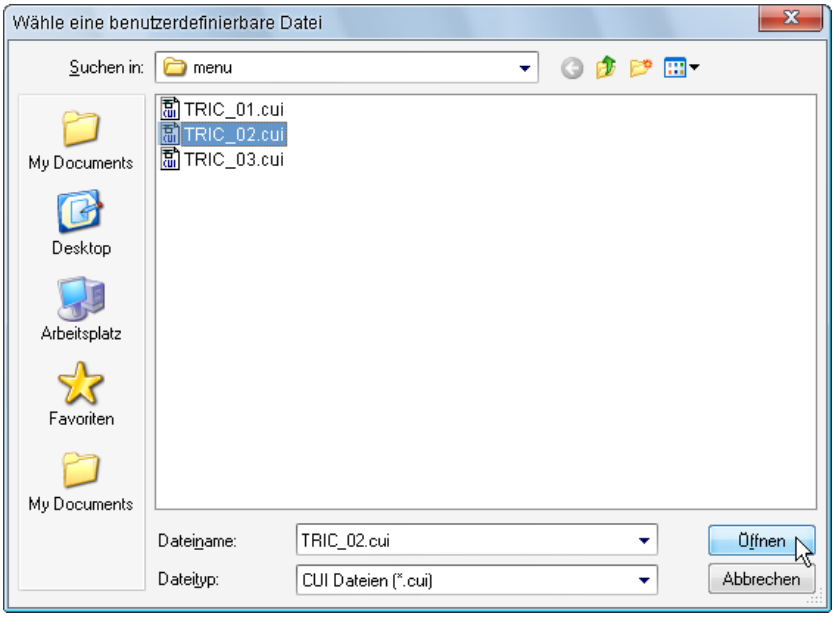

Bild 3.2 – Auswahl des TRIC-Menüs über den Befehl **Menü**
- Die Menüdatei TRIC_01.CUI ist in Englisch abgefasst, TRIC_02.CUI dagegen in Deutsch. Normalerweise wählen Sie also TRIC_02.CUI aus und klicken dann auf *Öffnen* (Abb. 3.2).